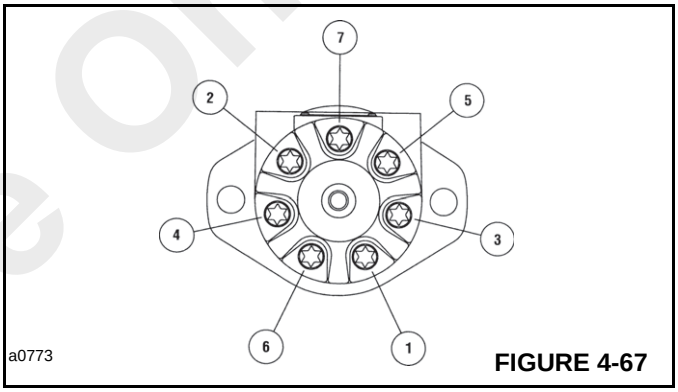

FIGURE 4-67
19. Install seal (13) in end cap (17). Carefully place the end cap on gerotor (16).
20. Install cap screws (19) and seal washers (18) in end cap (17). Tighten the cap screws to 7.4 Nm (40 lb-in). Make sure the seal washers are properly seated. Then, tighten the cap screws to a torque of 27-29 Nm (235-250 lb-in) in the sequence shown in Figure 4-67.